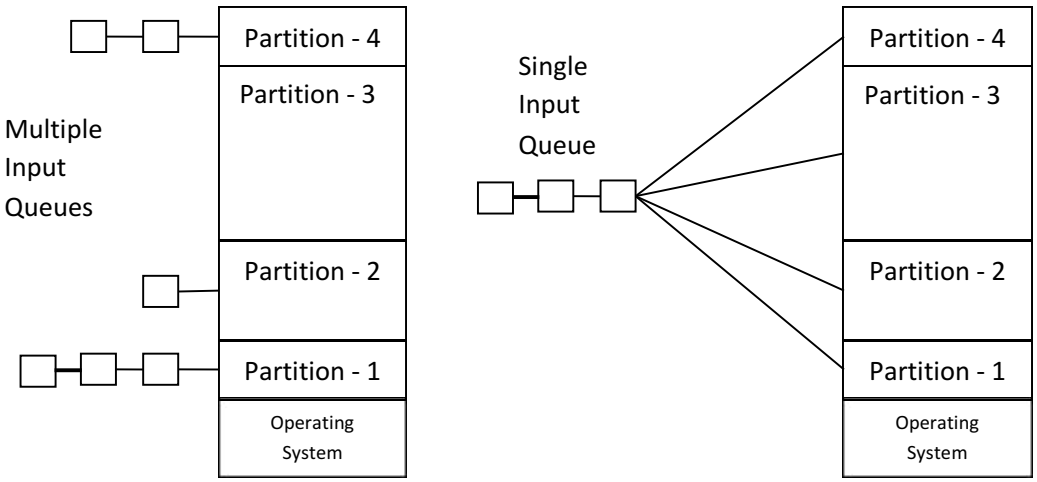

Figure 5-1. (a) Fixed memory partitions with separate input queues for each partition. (b) Fixed memory partitions with a single input queue.
- The disadvantage of sorting the incoming jobs into separate queues becomes apparent when the queue for a large partition is empty but the queue for a small partition is full, as is the case for partitions 1 and 3 in Fig. 5-1(a).
- Here small jobs have to wait to get into memory, even though plenty of memory is free. An alternative organization is to maintain a single queue as in Fig. 5-1(b). Whenever a partition becomes free, the job closest to the front of the queue that fits in it could be loaded into the empty partition and run.